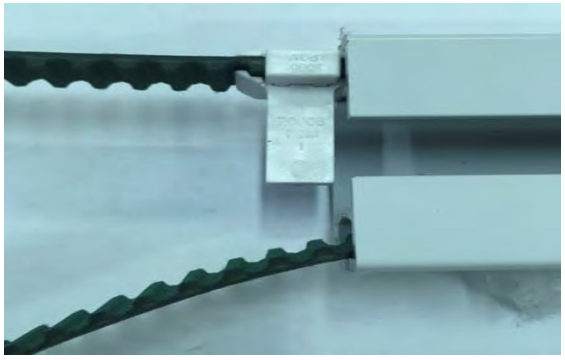

Рис. 3.23
3.2.6. С противоположной стороны карниза вынуть *заглушку боковую*. Установить и закрепить *Соединитель ремня наклонный (801402-0000)* строго как показано на фото (заподлицо с карнизом) (Рис. 3.23):